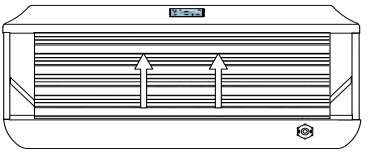

Figure 3
- Grab the bottom of the front panel and slightly lift to release it from the top mount. Tilt the panel and pull down to remove, Figure 3. Place the panel in a safe location to prevent from damaging it.